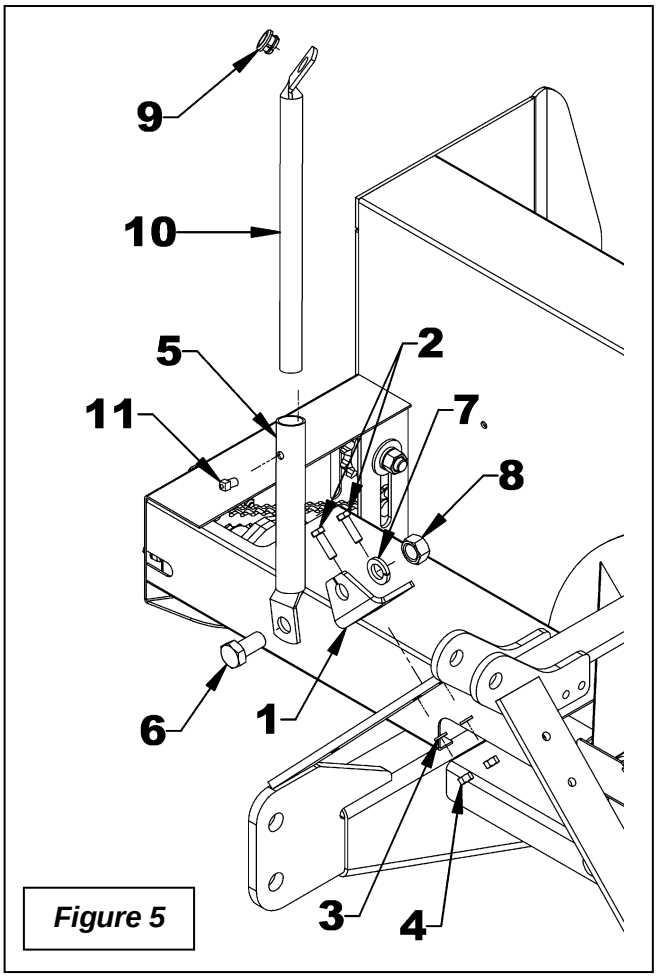

Figure 5
5. **Figure 5:** Install the bracket (item 1) on the 3 point right or left hitch using two 3/8"NC x 1 1/4" bolts, 3/8" lockwashers and 3/8"NC nuts (items 2-3-4). Tighten securely.
6. **Figure 5:** Install handle support bracket (item 5) on the bracket (item 1) using a 3/4''NC x 1 1/2'' bolt, 3/4''lockwasher and 3/4''NC nut (items 6-7-8). Do not tighten.
7. **Figure 5:** Install the plastic grommet (item 9) in the handle support (item 10).
8. **Figure 5:** Insert handle support (item 10) inside the handle support bracket (item 5). Fasten loosely with a 3/8"NC x 1/2'' square head set screw (item 11).